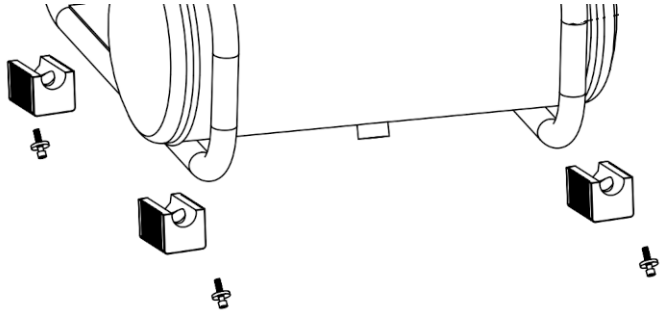

Rys. 2
- Gumowe stopki. Stopki należy osadzić w otworze zbiornika od spodu i przykręcić jak na **Rys. 2**.